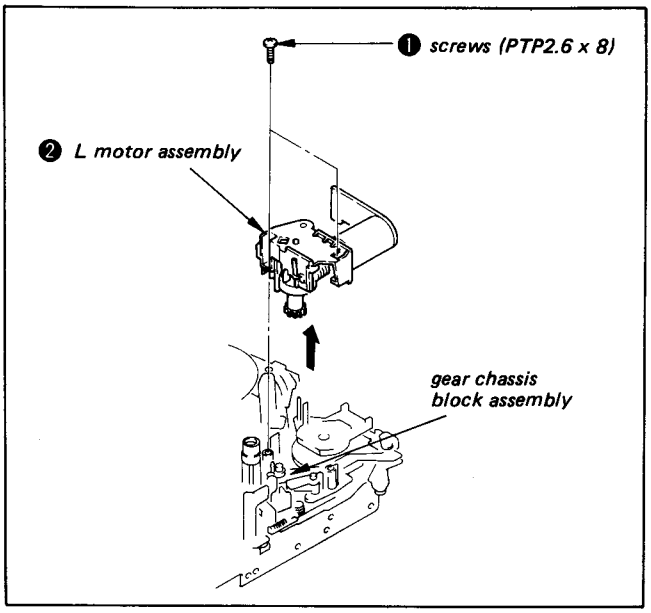

Fig. 1-5
1) Remove screw (PTP2.6 x 8) ❶ and remove L motor assembly ❷ upward (Fig. 1-5).